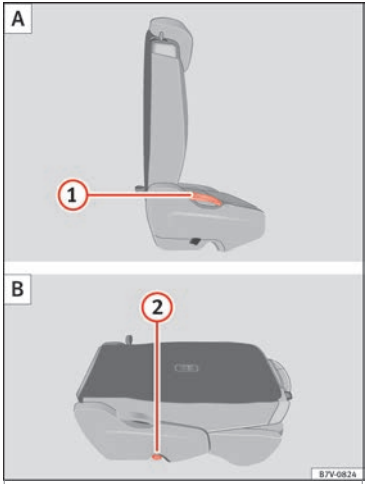

Fig. 87 Second row of seats: folding the rear seat A, rear seat as load space B.
- Pull lever ››› **Fig. 87** ① back and fold the seat backrest forwards. The complete rear seat folds forward ››› ⚠.
- Fold the seat backrest forwards until it locks into the load surface position ››› **Fig. 87 B**.
- Pull lever ››› **Fig. 87** (1) upwards and place the seat backrests in vertical position. The entire seat folds backwards.